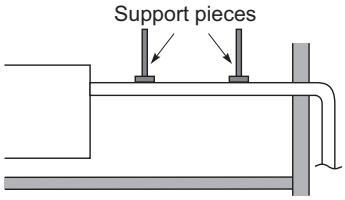

Fig. 2-149
- **Do not apply force to the piping on the unit side when connecting the drain pipe. The pipe should not be allowed to hang unsupported from its connection to the unit. Fasten the pipe to a wall, frame, or other support as close to the unit as possible. (Fig. 2-149)**